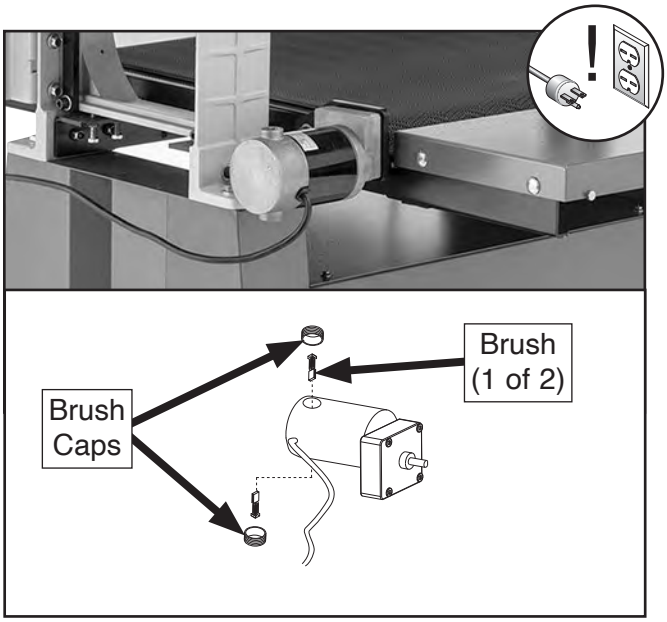

Figure 75. Location of motor cover cap screws.
2. Remove brush caps and worn brushes (see **Figure 75**) from conveyor belt motor.